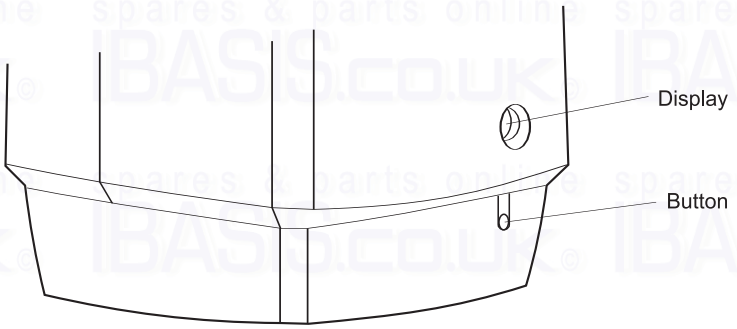

Fig. 20
2. Switch on the electrical supply and the display (see Fig. 20) will show 'A1' and start to countdown from eighty to zero. During this countdown the PCB does a self-diagnosis of all the sensors and pumps. If the collector temperature is between 10 and 130°C the drain back unit pump will run for a short period to run a test program, after which the system is ready for use.
5.4 DISPLAY - Fig.20
When both pumps are operating, a flashing dot will be visible in the right hand corner of the display (Fig. 20). If only the cylinder pump is running, a flashing dot will be visible in the middle of the display.
The display (see Fig. 20) will display the solar cylinder temperature (10 - 70°C) for 4 seconds followed by the operating mode (on or oF) for 2 seconds, after which the sequence will be continually repeated.